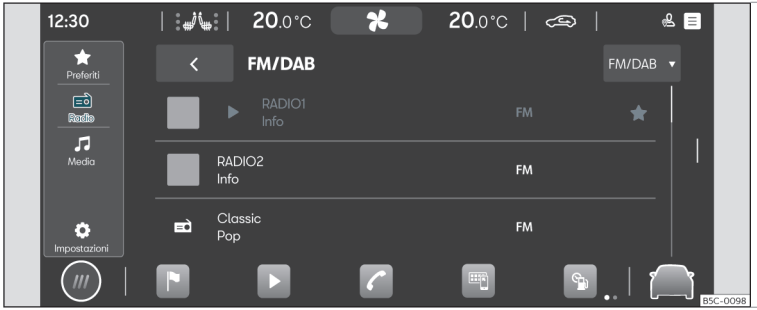

Fig. 135 Rappresentazione schematica: Visualizzazione Radio
- Premere **HOME** > ▶ > ⊞ >>> **fig. 135**.